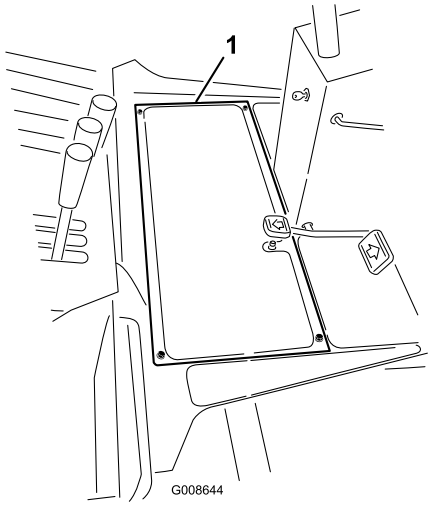

Figure 1
2. Remove the (4) 5/16 inch x 5/8 inch flange bolts securing the floor plate to the frame (Figure 1). Remove the floor plate.